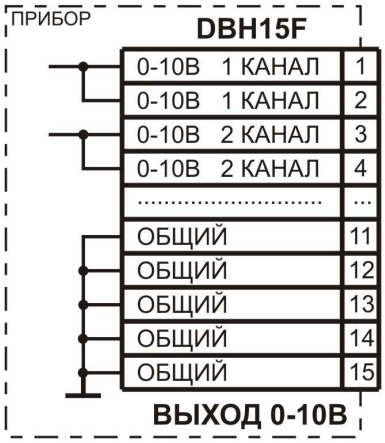

Рис.5.
8.3. Схема распайки разъема “ВЫХОД 0-10В” приведена на рис.5.